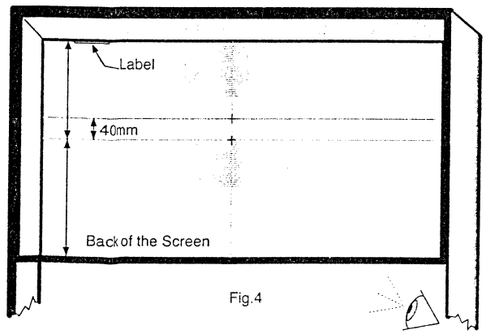

Fig.4
***Take care to replace the screen as shown fig. 4 : either the label at the top left side or the lens center top offset.***
***Respecter au remontage le sens haut et bas des écrans : l' étiquette collée repère le haut d'écran ou le centre des lentilles doit être excentré vers le haut. (Fig. 4 ).***
- Beim Zusammenbau führen Sie die acht Streifen (M) der Fronteinheit in die entsprechenden Löcher im Gehäuseunterteil ein.
***Achten Sie beim Einsetzen der Fresnellinse darauf, daß der Aufkleber auf der Linse nach oben links oder mittig nach oben zeigt (siehe Abb. 4).***
***Prestare attenzione durante il rimontaggio alla parte superiore dello schermo: sia l'etichetta posizionata nella parte alta sinistra sia il centro lenticolare dello schermo devono essere posizionate verso l'alto (fig4).***